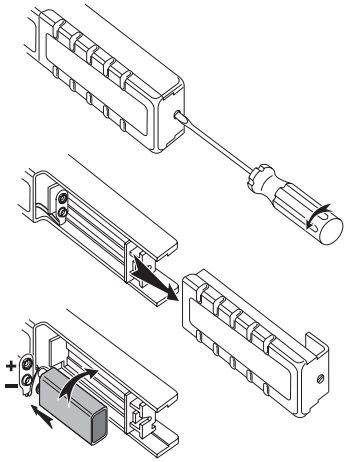

Abbildung 2. Die Batterie einlegen
Vor Erstgebrauch muß eine Batterie eingelegt werden. Legen Sie die Batterie wie folgt ein (siehe Abbildung 2):
3. Siehe für die Stelle des Batteriedeckels auf dem Griff Abbildung 2. Die Schraube mit einem Schraubendreher mit flacher Schneide lösen.
5. Die Batterie (IEC 6LR61) wie in Abbildung 2 dargestellt, einlegen. Die Batterieverdrahtung so herrichten, daß sie nicht zwischen dem Griffboden und dem Batteriedeckel eingeklemmt gerät.